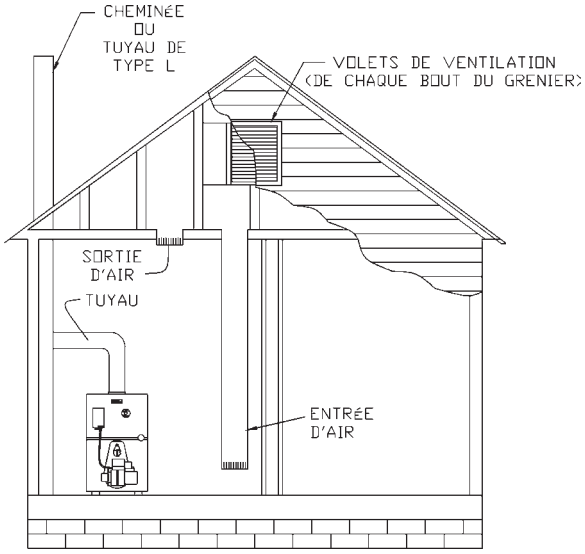

FIGURE 3
B. Si la communication avec l'extérieur se fait par des conduits verticaux, chaque ouverture doit avoir une aire libre minimum de 1 pouce carré par 4,000 BTU par heure du taux d'entrée total de tous les appareils qui sont dans l'endroit limité. Voir la figure 3, à la page 5.